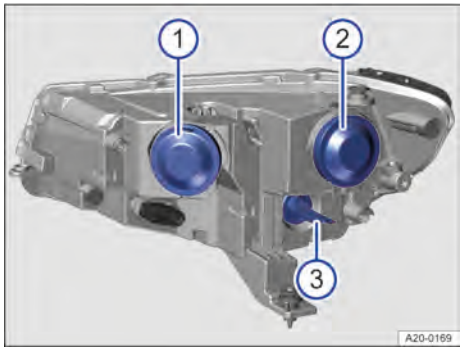

Bilde 172 I frontrommet: Deksler på baksiden av høyre hovedlykt.
1. Trekk av gummidekslet på baksiden av hovedlykten → Bilde 172 ①.
5. Sett på gummidekslet på baksiden av lykten → Bilde 172 ①.
1. Trekk av gummidekslet på baksiden av hovedlykten → Bilde 172 ②.
5. Sett på gummidekslet på baksiden av lykten → Bilde 172 ②.